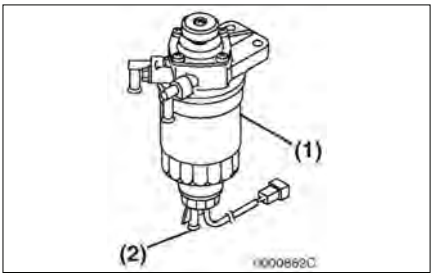

Figure 5-1
1. Position an approved container under the fuel filter / water separator **(Figure 5-1, (1))** to collect the contaminants.
2. Loosen the drain cock **(Figure 5-1, (2))** at the bottom of the fuel filter / water separator. Drain any water collected inside.